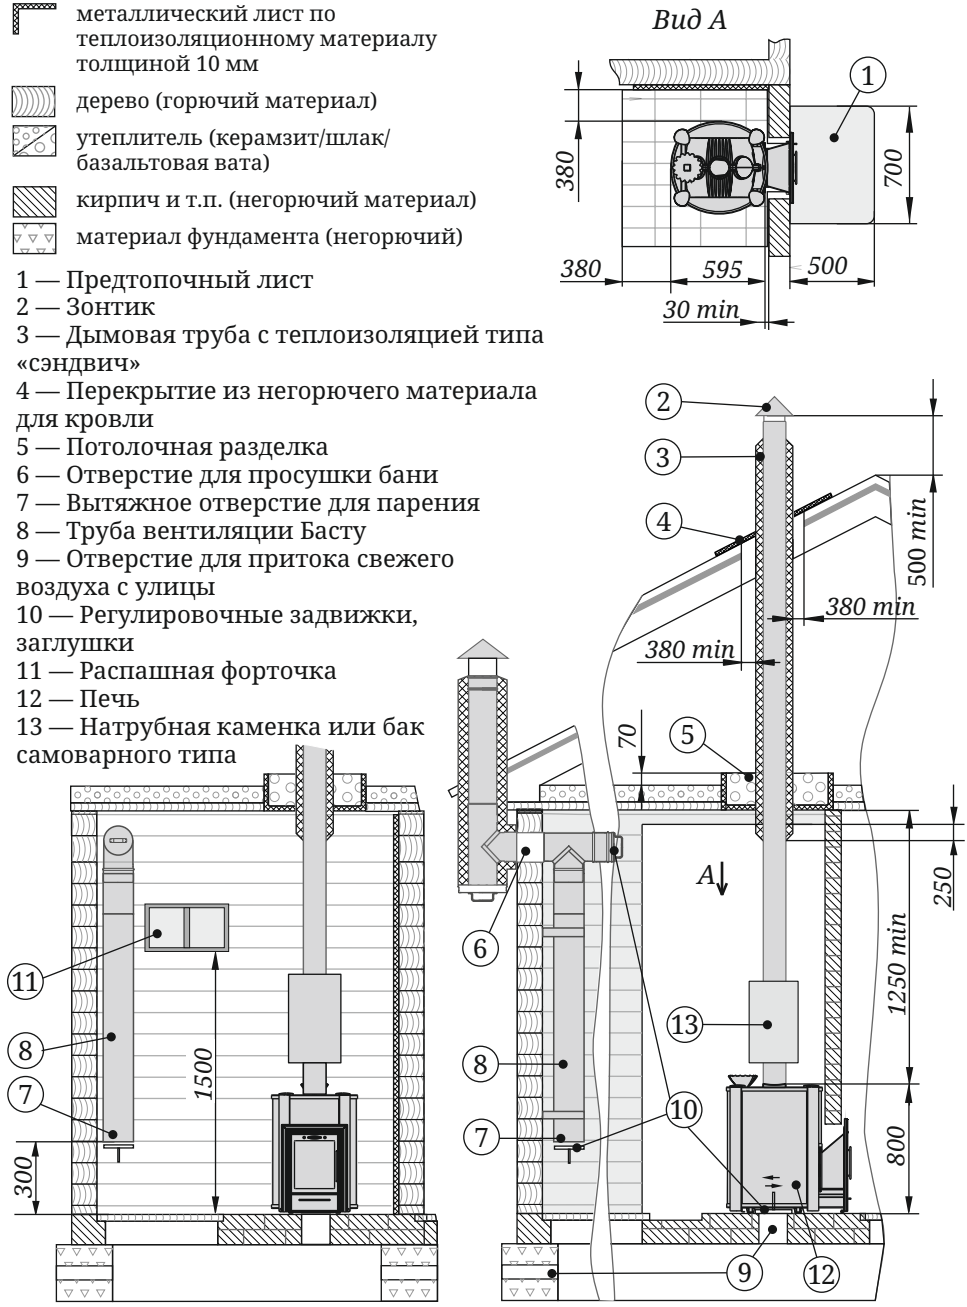

Рисунок 4. Схема монтажа печи
- пол из горючих и трудногорючих материалов перед дверцей топки — металлическим листом размером 700×500 мм (рисунок 4).
Для обеспечения хорошего воздухообмена, вентиляции и обеспечения оптимальных кондиций русской паровой бани, в парной необходимо организовать приточно-вытяжную вентиляцию системы Басту (см. рисунок 4).